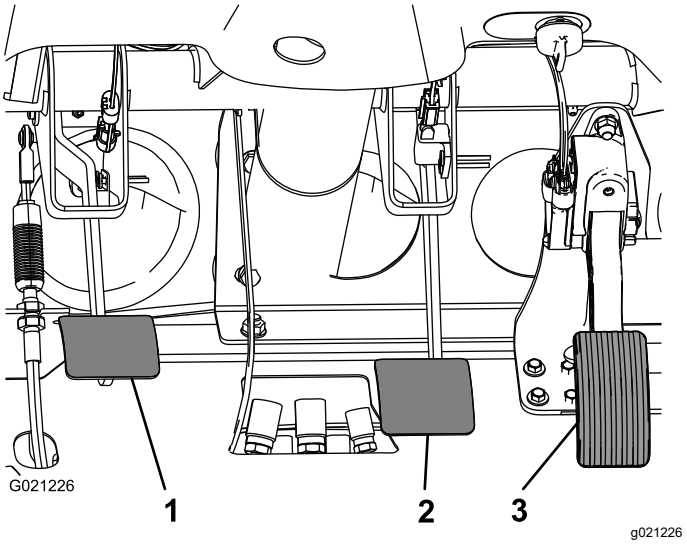

**Figuur 66**
2. Til het rempedaal omhoog (Figuur 66) totdat dit contact maakt met het frame.
3. Draai de contramoeren los waarmee de gaffel is bevestigd aan de as van de hoofdremcilinder (Figuur 66).